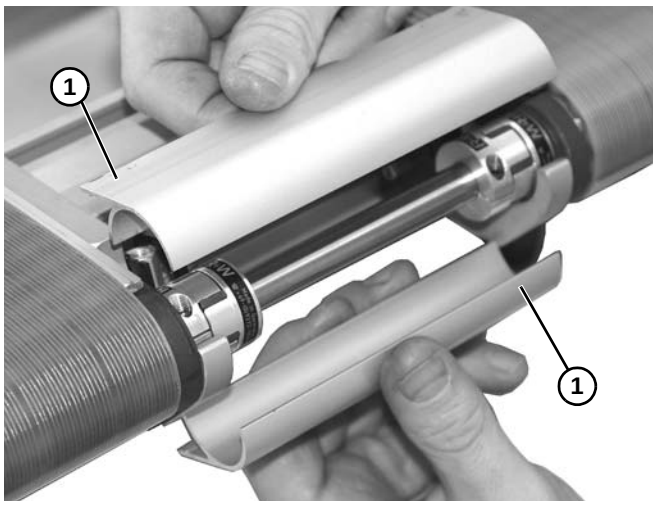

Figure 31
12. Placer les plaques protectrices supérieure et inférieure **(Figure 31, élément 1)** sur l'axe et les accouplements à 3 branches.